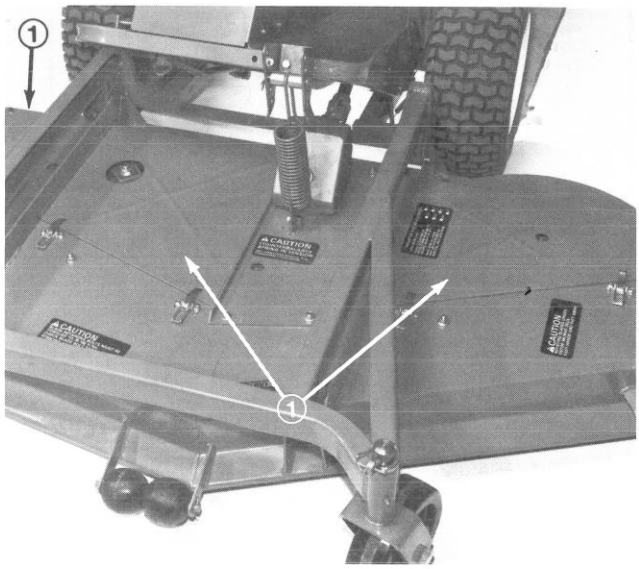

Figure 51
2. Remove capscrews and lockwashers or release and unhook latches securing pulley cover on top of spindle housing to be serviced (Fig. 51). Also remove cover over idler pulley (Fig. 51) and loosen two nuts securing idler plate in place. This will release tension on the drive belt.